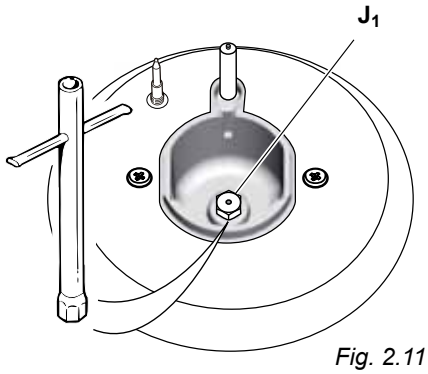

Fig. 2.11
- Using a wrench substitute the nozzle injectors "J_1", "J_2" and "J_3" (figs. 2.11, 2.12) with those most suitable for the kind of gas for which it is to be used.